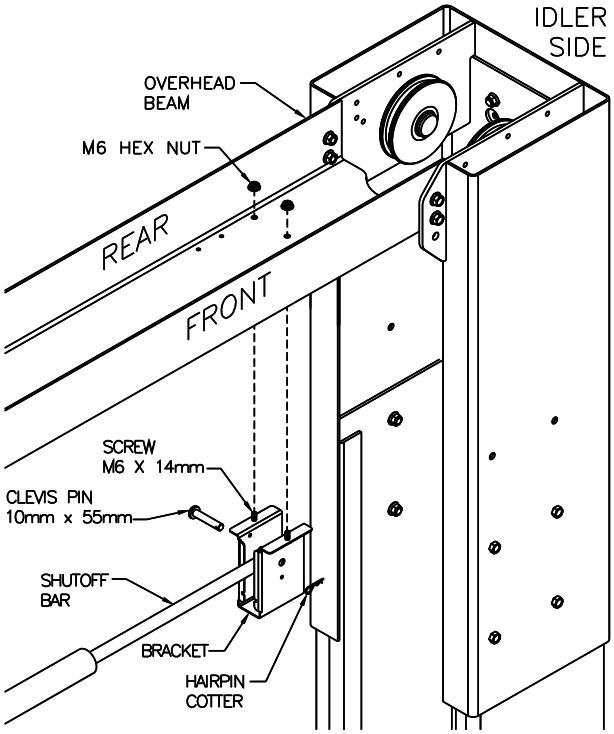

Fig. 10 – Overhead Bracket Idler Side
30. Repeat for Idler Side – Attach the Idler Bracket to the rear set of holes on the Idler Side of the Overhead Beam using the hardware already attached to the bracket, **Fig. 10. Note the orientation of the Idler Bracket. The narrow slot needs to be facing towards the Power Column.**